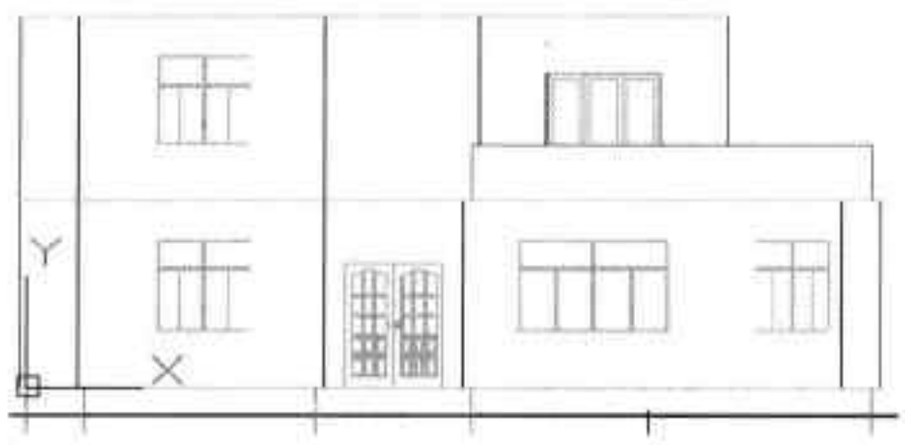

图18-102 添加其他窗套
Step33 按照同样的方法，对其他窗户添加窗套，结果如图 18-102 所示。